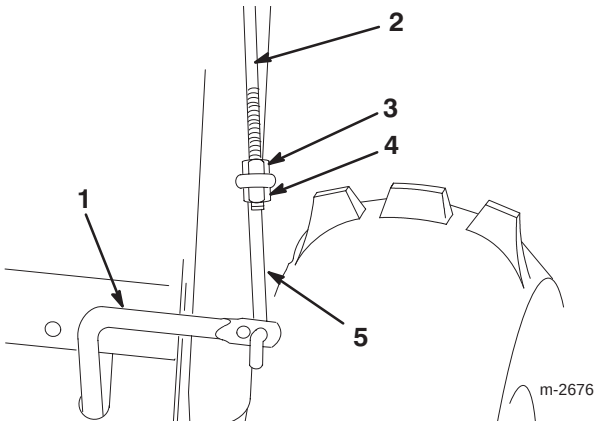

Bild 11
1. Drehen Sie eine Bundmutter (Bundseite unten) auf die obere Betätigungsstange an der rechten Seite des Griffelements auf (Bild 11).
2. Bringen Sie das untere Gestänge durch die äußere Bohrung in der unteren Betätigungsstange an (Bild 11).
3. Stecken Sie die obere Betätigungsstange durch die Öse im unteren Gestänge (Bild 11).
4. Drehen Sie eine Sicherungsbundmutter (Bundseite nach oben) auf die Unterseite der oberen Betätigungsstange unter die Öse im unteren Gestänge (Bild 11).
7. Stellen Sie wenn erforderlich die Bundmutter und die Sicherungsbundmutter (Bild 11) ein, um die richtige Entfernung zwischen der oberen Kante des Handgriffs und der unteren Kante des Betätigungshebels für Schnecke/Gebläserad zu erzielen.